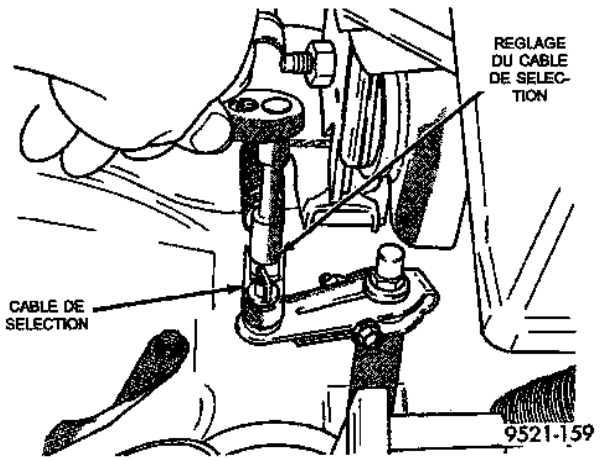

*Fig. 244 Réglage du câble de sélection de rapport*
(1) Placer le véhicule sur un sol horizontal et serrer le frein de stationnement.
(2) Placer le levier de sélection en position de stationnement (P) et retirer la clé.
(3) Desserrer la vis de réglage du câble au levier actionnant la boîte-pont (Fig. 244).
(4) Tirer le levier actionnant la boîte-pont complètement vers l'avant, à la position de verrouillage de stationnement.
(5) Desserrer le frein de stationnement puis pousser le véhicule pour s'assurer du verrouillage en position de stationnement. Serrer à nouveau le frein de stationnement.
(6) Serrer la vis de réglage du câble au couple de 8 N·m (70 livres pouce). A ce moment, le câble de sélection de rapport doit être réglé correctement.
(7) Vérifier le réglage par la méthode précédente.